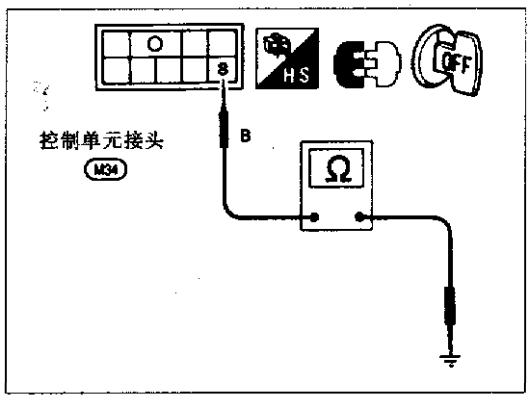

图 11－4－22
(3) 检查推键控制单元的车身地电路(图 11－4－22)。